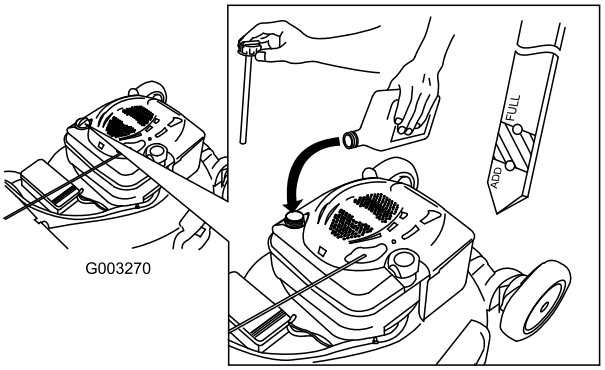

Figuur 11
1. Verwijder de peilstok uit de buis en veeg deze schoon. Schuif daarna de peilstok weer helemaal terug (Figuur 11).
2. Haal de peilstok eruit en controleer het oliepeil (Figuur 11). Als het peil onder de Bijvullen-markering op de peilstok staat, giet dan **langzaam** voldoende olie in de vulbuis totdat het peil de VOL-markering op de peilstok bereikt. **Niet te vol vullen.** (Maximale vulhoeveelheid: 0,59 l, type: SAE 30W reinigingsolie, met onderhoudsclassificatie SF, SG, SH, SJ, SL van het American Petroleum Institute (API) of hoger).